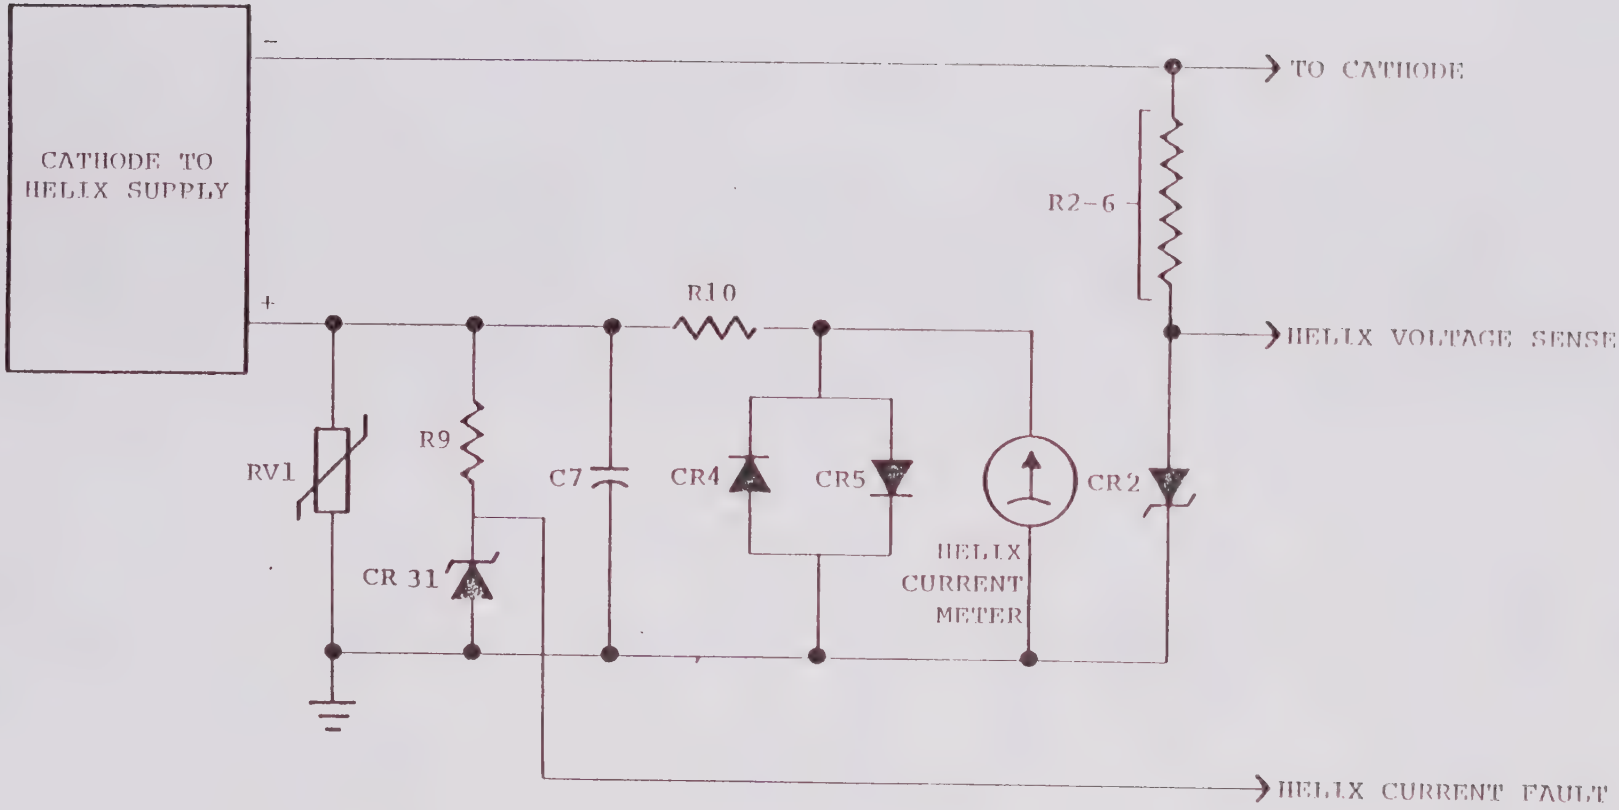

FIGURE 5-10 HELIX CURRENT, VOLTAGE SENSE AND FAULT PROTECTION
5.2.6.6 Helix Current/Voltage Sense and Fault Protection. These circuits, Figure 5-10, are designed to allow metering and fault detection to occur at low potentials with respect to chassis ground to avoid danger to personnel or equipment. The diode pair CR4, CR5 clamp M1 to 700 mV max. In the event of a short circuit or arc of the high voltage to ground. The voltage between the junction of $9/R10 and ground is proportional to helix current and this is fed via feed-through connections on several boards to the detection circuit on the logic board A3 (1A3U7-2).